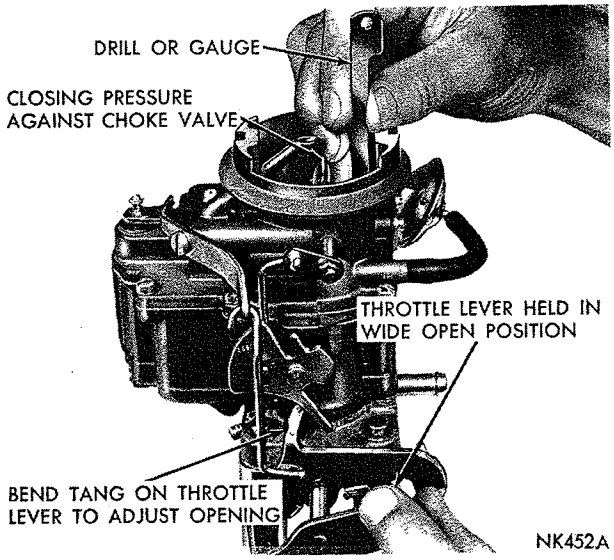

***Fig. 21—Unloader Adjustment (Wide Open Kick)***
open position. The choke valve should open sufficiently to allow a 5/16″ drill to be inserted between choke valve and wall of air horn, as shown in (Fig. 21).
(2) To adjust, bend tang on throttle lever using Tool T109-214, as shown in (Fig. 21).
(3) Hold choke open and then open and close throttle valves. Failure to obtain full throttle operation indicates improper assembly of the choke mechanism.
(4) With throttle valves held in open position, open choke valve slowly to wide open position. There should be no bind throughout entire travel of choke mechanism.